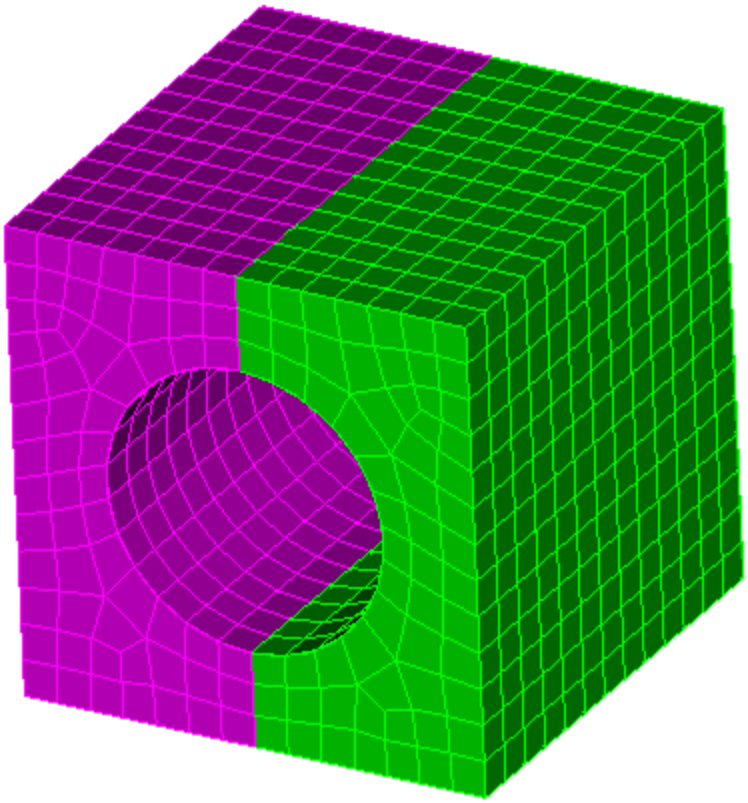

**Figure 2: The starting mesh**
**Step 1**: Create a starting mesh. Figure 2 below shows the starting mesh for this problem. The commands for this mesh are: